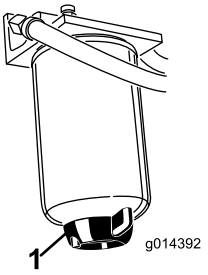

Figur 36
Tøm vandudskilleren for vand og andre urenheder (Figur 36) dagligt. Udskift filterdåsen for hver 400 driftstimer.
2. Løsn aftapningsproppen i bunden af filterdåsen (Figur 36).